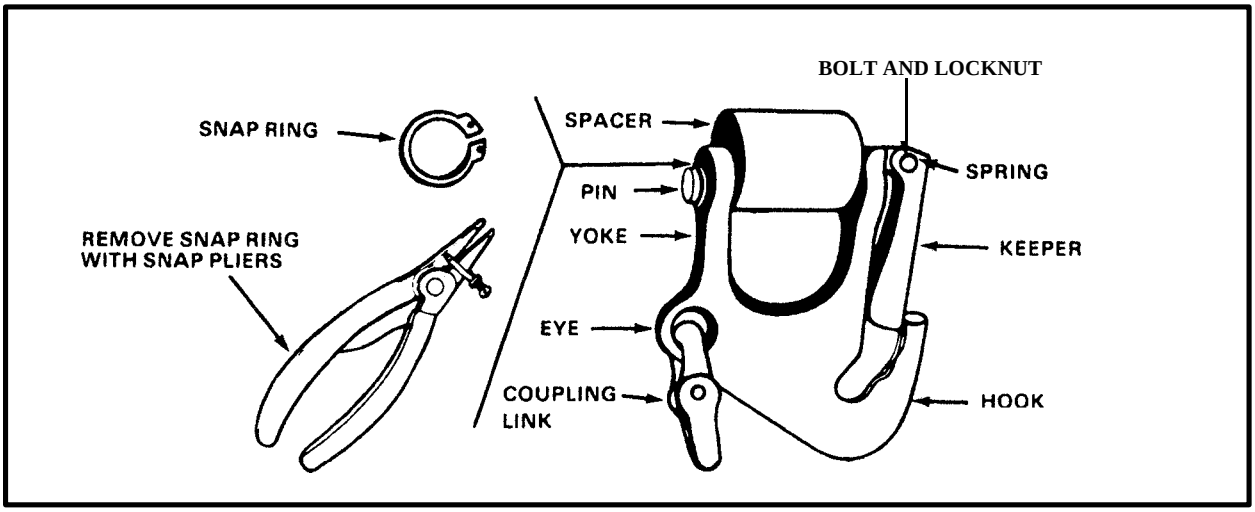

*Figure 6-7. Grabhook Assembly*
**c. Grabhook Assembly.** The grabhook assembly (Figure 6-7) is attached to the lower eye of the nylon rope and attaches the nylon rope assembly to the chain. It is used to adjust the chain length. The upper part of the grabhook (the yoke) contains a pin and spacer that are used to attach the nylon rope to the grabhook. A snap ring holds the pin in place. The spacer provides a large diameter surface for the eye of the nylon rope. The bottom part of the grabhook has an eye at one side. The attached coupling link connects the chain to the grabhook assembly. Opposite the eye is a hook into which any selected chain link is inserted to vary the length of